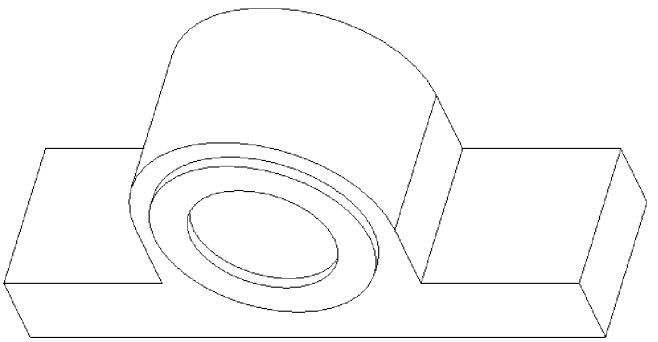

图 3-24 使用拉伸特征创建轴孔基体
(5) 单击【草绘】选项卡中的 ✔ 按钮，退出草绘状态。
(6) 在【拉伸】操控面板中设置计算拉伸长度的方式为，即关于草绘平面双向对称。
(7) 在【拉伸】操控面板中设置拉伸特征的拉伸长度为 50.00。
(8) 预览无误后单击 按钮，完成拉伸特征的创建，结果如图 3-24 所示。